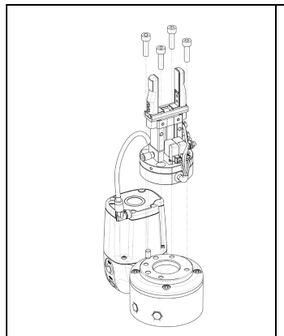

**Figure 1**
- Montez la pince pneumatique sur le bras robotique comme indiqué sur la **Figure 1**. La vis CHC se visse à un couple de serrage maximum de 6.3 N.m.